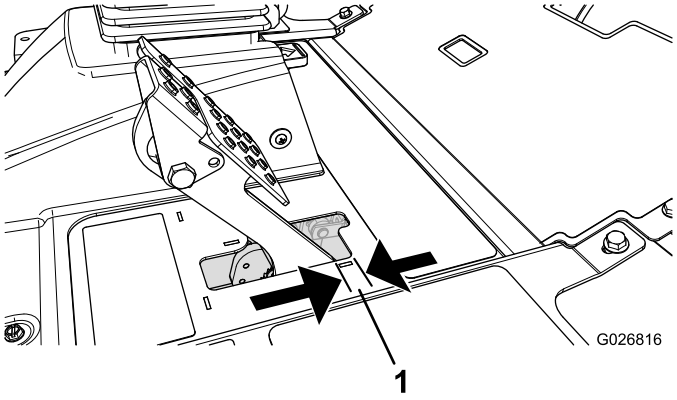

Figur 71
Justera bromsarna om bromspedalen har mer än 2,5 cm fritt spel (Figur 71) eller om större fasthållningskraft krävs. Det fria spelet är det avstånd bromspedalen förflyttar sig innan bromsmotståndet känns av.
2. Dra åt den bakre muttern så att kabeln förs bakåt tills bromspedalerna har ett spel på 6,3–12,7 mm (Figur 71) innan hjulen låses.